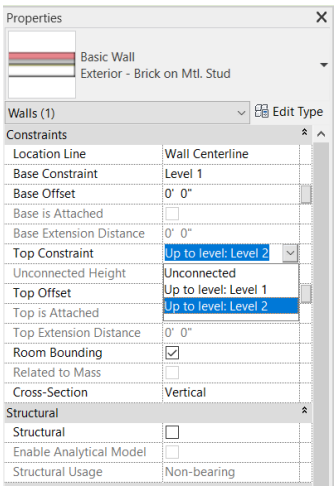

Figure 3-30 *Setting the* ***Top Constraint*** *parameter using the* ***Properties*** *palette*
1. In the **Properties** palette, ensure that the **Location Line** parameter has **Wall Centerline** as the default value. Click on the column adjacent to the **Top Constraint** instance parameter; a drop-down list is displayed. Select **Up to level: Level 2** from this drop-down list, and choose the **Apply** button, as shown in Figure 3-30.